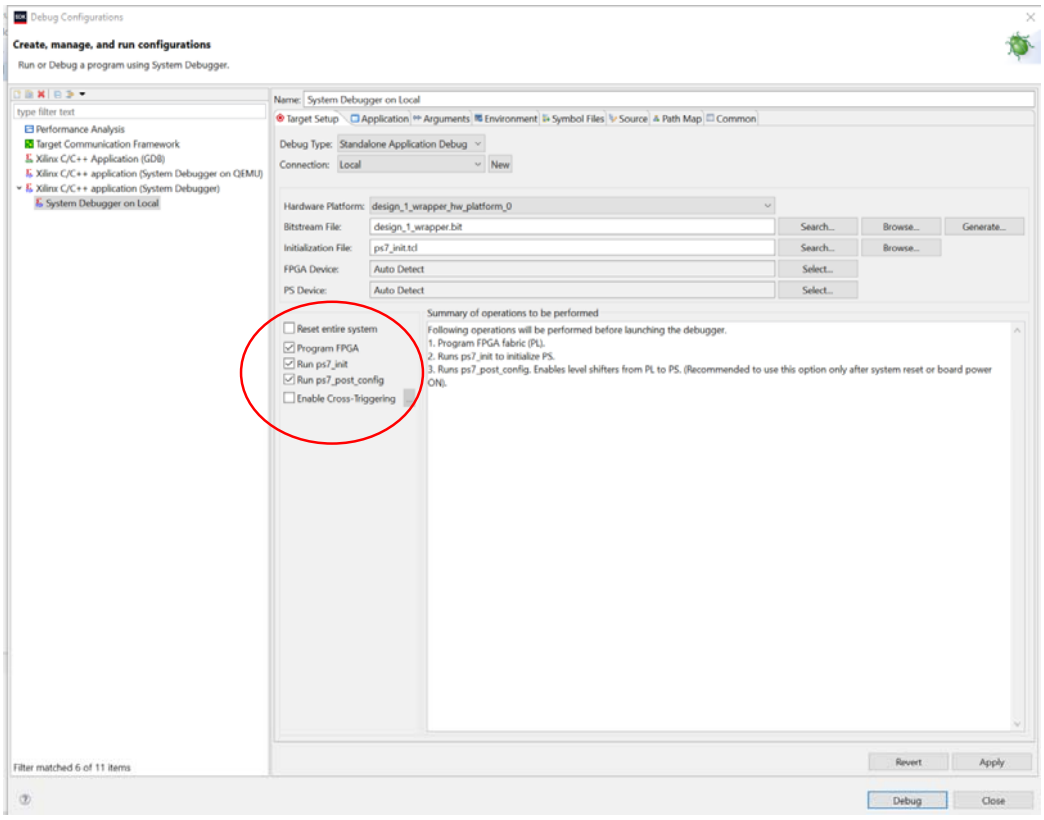

Figure 9 Programmation de PL sans reset
7) Il ne vous reste qu'à programmer votre carte, ce qui implique programmer la partie matérielle (PL) et la partie logiciel (PS avec les ELF) avec la fenêtre de *Debug Configurations* (onglet Run dans la barre horizontale).
a. La figure 9 montre l'onglet *Target Setup* pour programmer le FPGA (partie PL). **Cette fois, il ne faut pas mettre l'option *Reset entire system***. Il faut laisser la partie PS s'initialiser elle-même.
8) Cliquez ensuite sur *Debug* dans le bas de la fenêtre (voir figure 9).